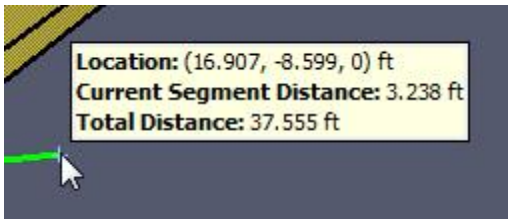

图9:34 测量工具显示的信息
2. 要么单击多个点来测量沿着一条路径的总距离，要么单击拖动来测量两个点之间的单一距离。移动光标时，显示当前光标位置、总路径长度和最近段的长度，如图9:34所示。